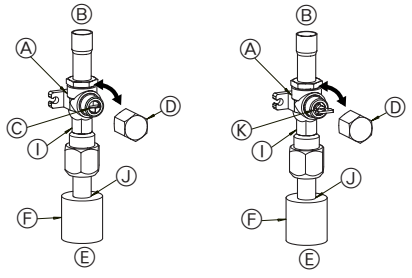
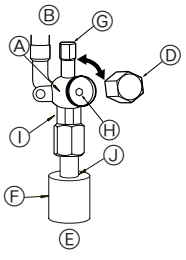

Fig. 4-5
Fig. 4-6
(1) Gasseite von RP60-140 (Fig. 4-5)
① Entfernen Sie die Kappe, führen Sie mit einem Schlitzschraubendreher eine Vierteldrehung gegen den Uhrzeigersinn aus, um es vollständig zu öffnen.
② Prüfen Sie, ob die Absperrventile vollständig geöffnet sind, und setzen Sie dann die Kappe wieder auf und schrauben sie fest.
(2) Flüssigkeitsseite von RP60-140 und Gas-/Flüssigkeitsseite von RP35, 50 (Fig. 4-6)
① Entfernen Sie die Kappe und drehen Sie die Ventilstange mit einem 4 mm-Sechskantschlüssel bis zum Anschlag gegen den Uhrzeigersinn. Hören Sie auf zu drehen, wenn der Anschlag erreicht ist.